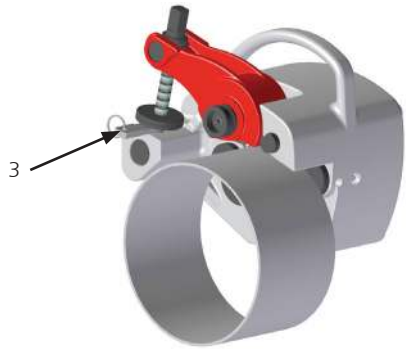

Afbeelding 3
- Nadat u de richtschroef handmatig heeft aangedraaid en de machine op de buis vergrendeld is, plaatst u de dieptemeter (zie afbeelding 3, nr.3) tussen de machine en de stelmoer.